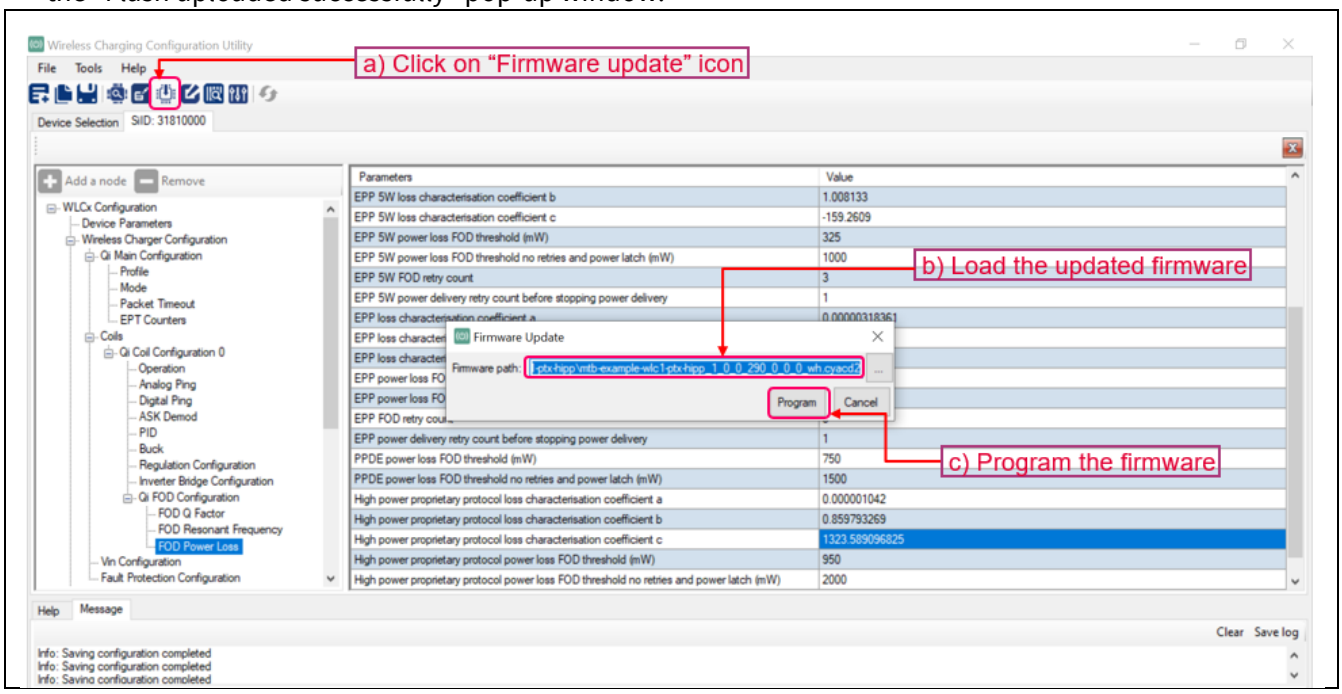

Figure 37 Programming the firmware with updated calibration coefficients
16. Click on the “Firmware update” icon and program the updated file (.CYACD2) (refer to **Figure 37**). Wait for the “Flash uploaded successfully” pop-up window.